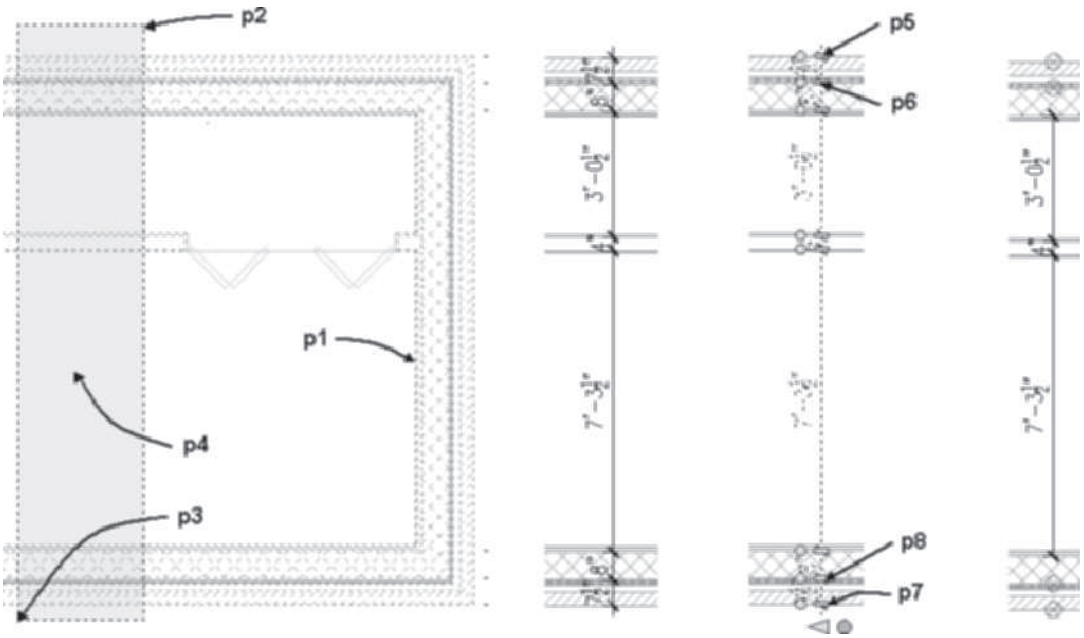

FIGURE 11.26 *Applying the Interior AEC Dimension*
Select Objects or: *(Select the wall* at p1 *as shown in Figure 11.26 to specify the dimension line alignment.)*
Select Objects or: *(Create a crossing selection by selecting a point* at p2 *as shown in Figure 11.26.)*
Specify opposite corner: *(Select a point* at p3 *as shown in Figure 11.26.)*
Specify insert point or: *(Choose a point near* p4 *to specify the dimension line location as shown in Figure 11.26.)*
11. Select the Interior dimension placed in step 9 to display the grips. Select the **Remove Extension Line** grip at points **p5**, **p6**, **p7**, and **p8** as shown in Figure 11.26. Remove Points Markers will be displayed since extension lines have been removed; however, the points will not plot since they are placed on the G-Anno-Nplt layer. Press ESC to clear the grips.